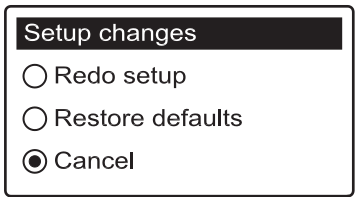

FIG. 79
7. Press the SELECT (○) button to display the Setup changes menu (See Figure 79).